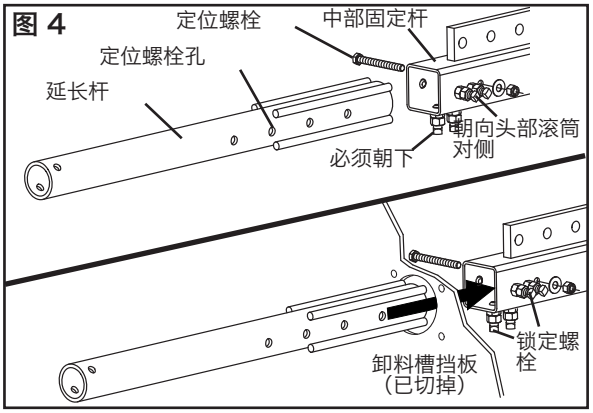

图 4
4. **将延长杆安装到中部固定杆。**将延长杆穿过料槽孔，插入中部固定杆，并确保定位螺栓孔与中部固定杆的孔对齐。固定中部固定杆，使焊接螺母和锁定螺栓的一侧朝下，相邻侧朝向头部滚筒的对侧（图 4）。保持锁定螺栓的松动状态。